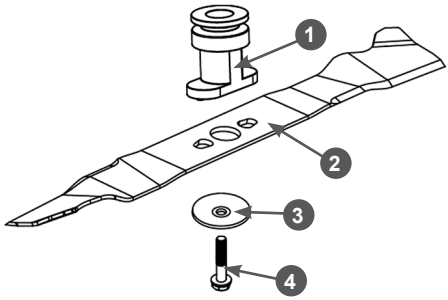

**Рис. 24 Установка ножа**
3. С помощью соответствующего инструмента открутите болт 4 крепления ножа, снимите шайбу 3 и нож 2 (Рис. 24).
7. Зафиксируйте нож от проворачивания и надёжно затяните болт 4 крепления ножа (Рис. 24).